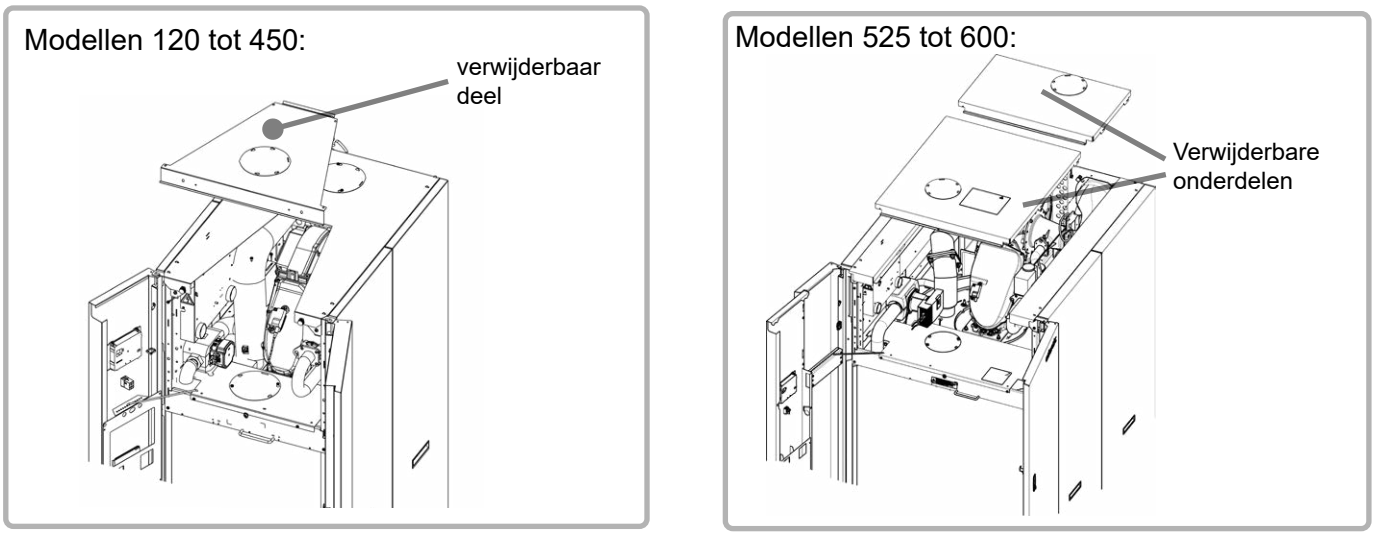

figuur 47 - Afneembare bovenkappen
- Verwijder de dichtingen uit hun keel en vervangen deze door nieuwe dichtingen uit de onderhoudskit (zie figuur 47).
- Positioneer de spanflens (de gegraveerde tekst "UP" moet zichtbaar zijn en de onderste schroef moet op de achterste as van de verwarmingsketel zitten - zie figuur 47).
- Druk naar beneden en draai het gereedschap tegen de klok mee om de gasbuis te vergrendelen (zie figuur 47).